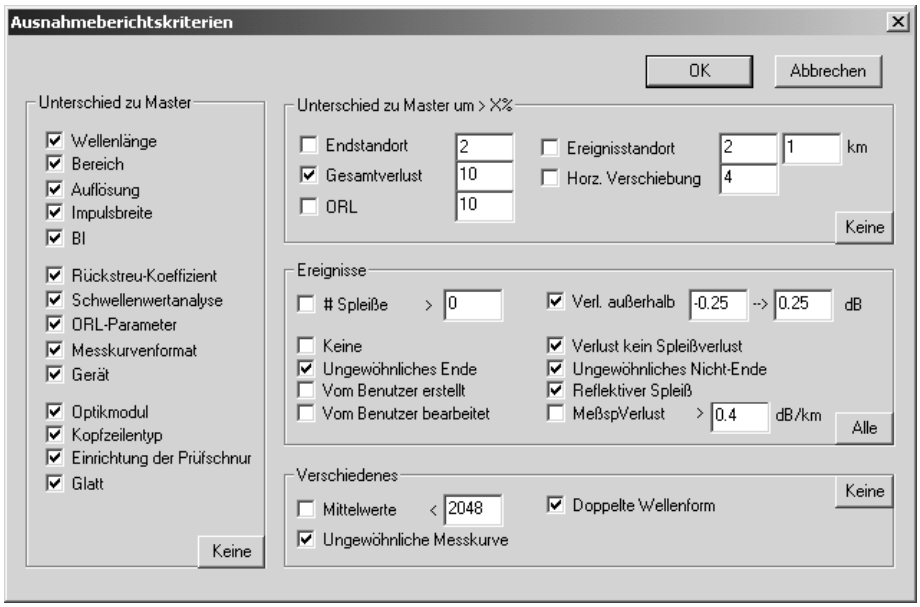

Abbildung 11-7: Dialogfeld Ausnahmeberichtskriterien
6. Richten Sie das Dialogfeld Ausnahmeberichtskriterien ein, wie gezeigt in Abbildung 11-7.